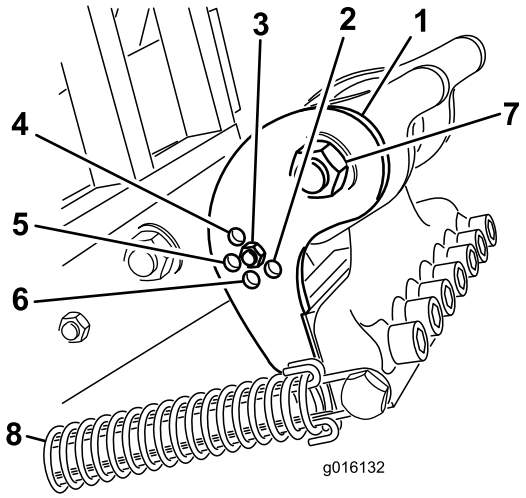

Figur 35
Ställ in det böjda fästet (Figur 35) i rätt läge baserat på längden på de luftarpinnar som ska användas. Huvudstoppet ställs in på ett av fem förinställda lägen genom att man väljer vilket hål som justeringsstången ska sitta fast i. Hålen är endast förinställda värden; det kan t.ex. hända att du får bättre resultat med en 25 cm-luftarpinne i 30 cm-läget, beroende på det aktuella användningsområdet.
3. Frigör fjäderspänningen till luftarpinnshuvudet (Figur 35).
4. Ta bort muttern och skruven i justeringshålen i det böjda fästet (Figur 35).